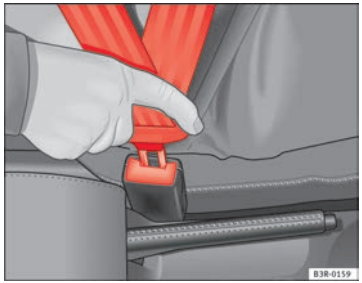

Fig. 13 Fecho e lingueta do cinto de segurança
– Insira a lingueta no fecho do banco correspondente, até se ouvir encaixar ⇒ Fig. 13.